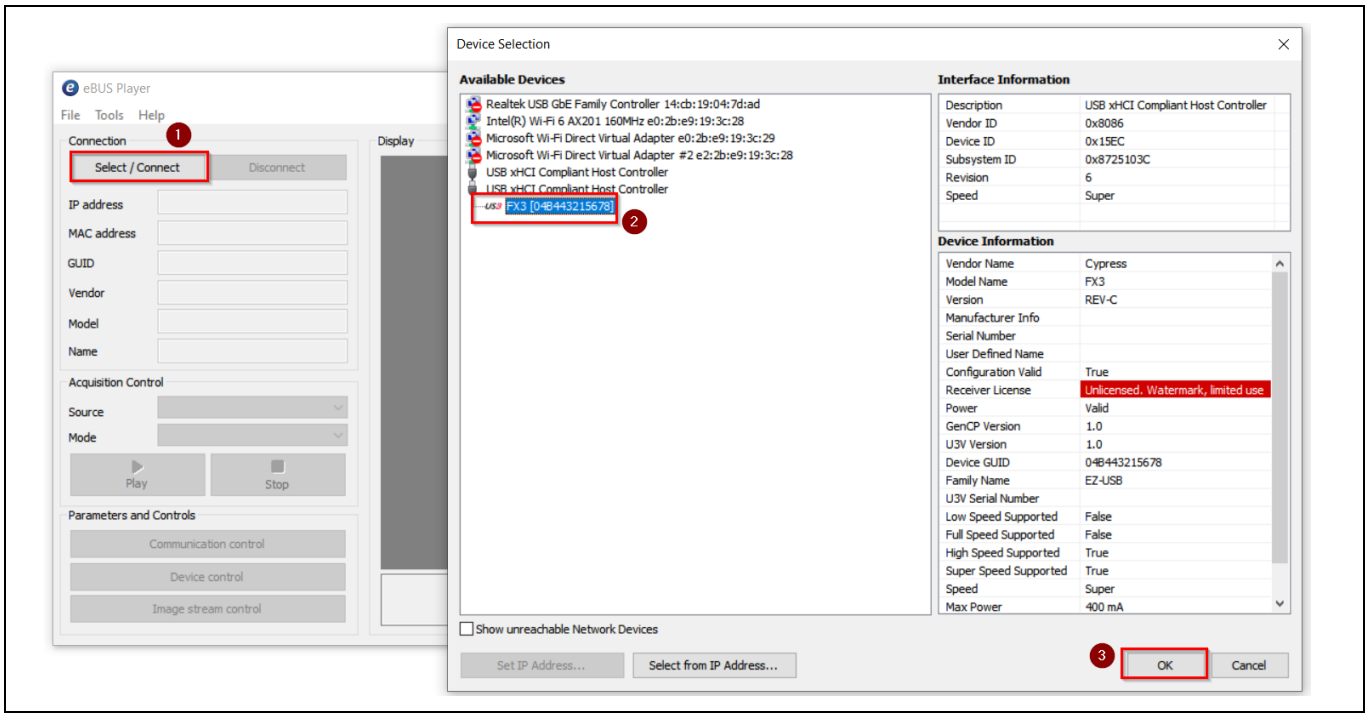

Figure 16 Selecting USB3 Vision device in eBUS Player application
7. Click Select/Connect from the eBUS Player. Check if FX3 is detected as shown in **Figure 16**.